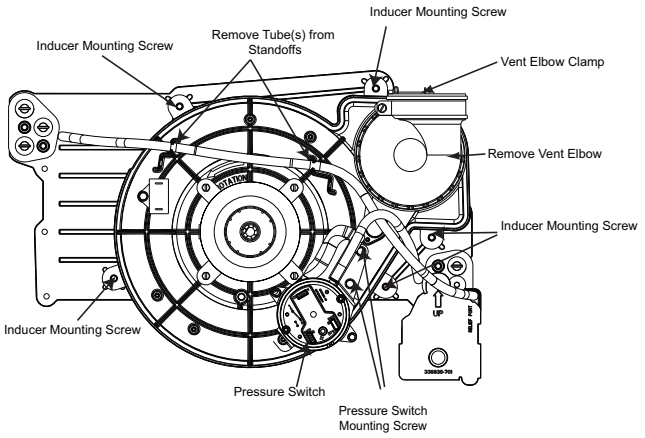

**Fig. 1 - Loosen Vent Pipe Clamp**
4. Loosen clamp for the vent pipe at vent elbow on the inducer assembly. See Fig. 1.
1. Remove the front pressure switch tube from the port on the collector box. See Fig. 1.
**NOTE**: If the condensate trap is removed, a new gasket between the trap and collector box is required. Verify a condensate trap gasket is included in the service kit or obtain one from your local distributor. See Fig. 1 and Fig. 7 .